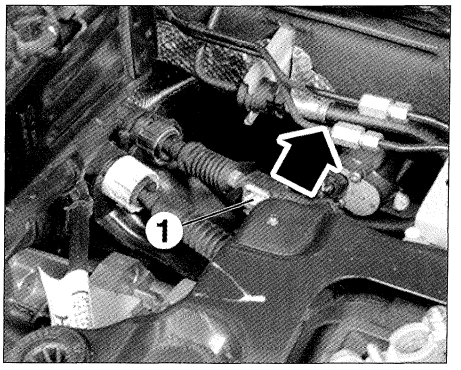

FIG. 13
- Desbloquear el mecanismo de reglaje (1) del cable de selección **(fig. 13).**